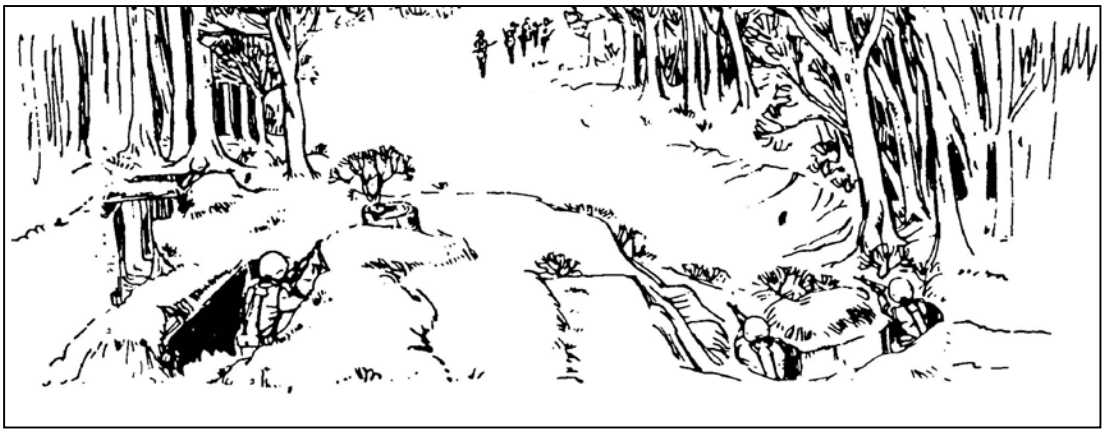

Figure 5-8. Deep target.
(2) *Deep Targets*. Deep targets require successive aiming points (searching fire) (Figure 5-8, page 5-6). Searching fire is delivered at deep targets.